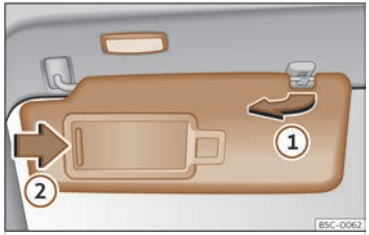

Fig. 98 Sun visor
- The sun visor can be pulled out of its mounting and turned towards the door ››› **Fig. 98** ①.